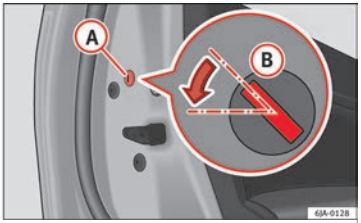

Fig. 4 Rear door: manual locking
• Remove the cap (A) »» **Fig. 4**.
• Insert the key in the slot (B) and turn it in the direction of the arrow until horizontal (on the other direction on the right-hand door).